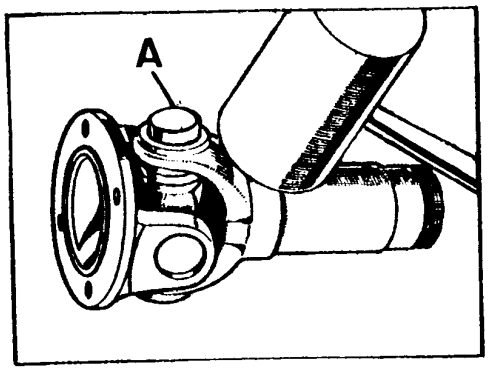

Fig. D-9 Primera fase del desmontaje del cojinete
1.4. Sujetar la junta cardan, situando una de las patas de los ejes estriados (o del árbol) hacia la parte superior y golpear con un mazo alrededor de la horquilla, hasta que empiece a salir el cojinete (Fig. D-9).